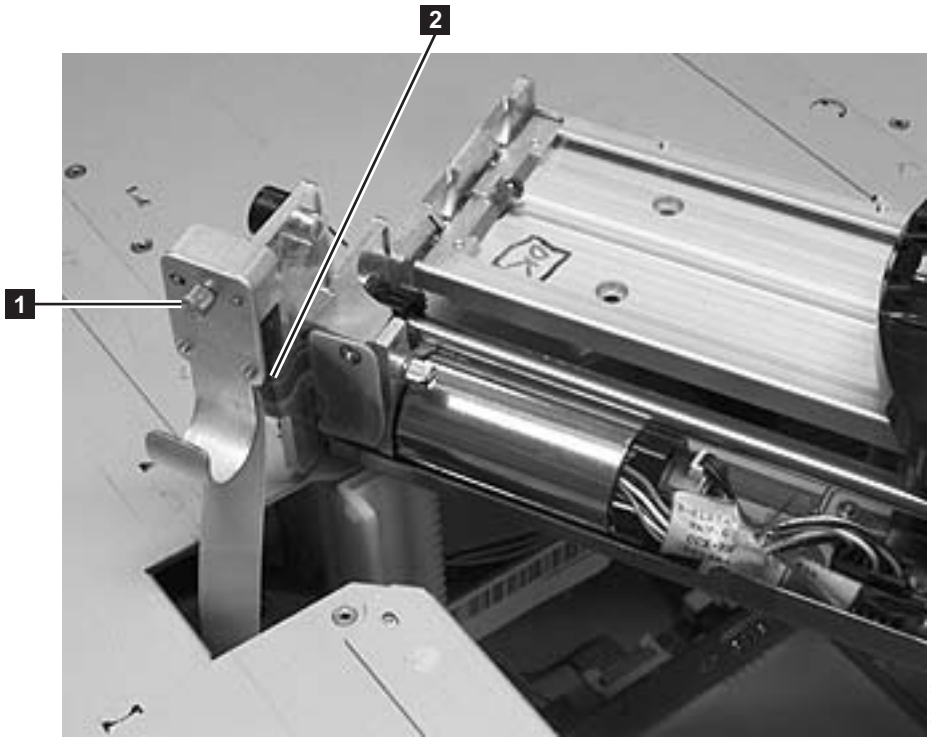

Figure 7-56. Thumb screw securing cable spool
6. Raise the Y-axis/Picker Assembly to the top of the library and carefully lift it out. Be careful not to damage the Cable Spool flat cable (**2** in Figure 7-56 on page 7-55). Set the Y-axis/Picker Assembly on top of the control module and loosen the thumbscrew (**1** in Figure 7-56 on page 7-55) to disconnect the cable spool.
2. Set the Y-axis/Picker Assembly on top of the control module as shown in Figure 7-56 on page 7-55.
5. Tighten the thumb screw to connect the spooler cable to the Y-axis/Picker Assembly (**1** in Figure 7-56 on page 7-55).